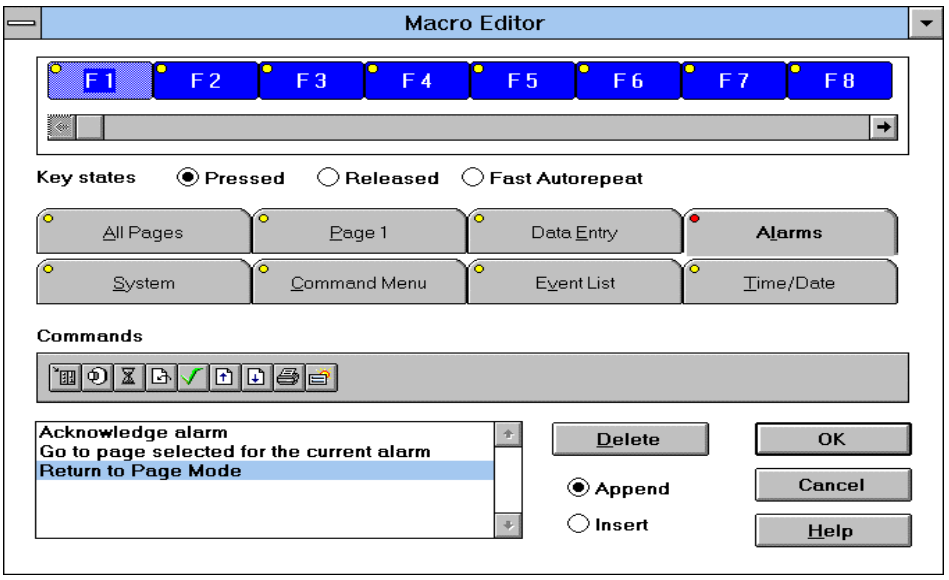

Figure 3
4. Select *Keyboard Macro Editor* from the *Project* menu. Assume that the F1 key is to perform the function of acknowledging the alarm and going to page 3. The dialog box shown in Figure 3 is a representation of how this key should be configured.